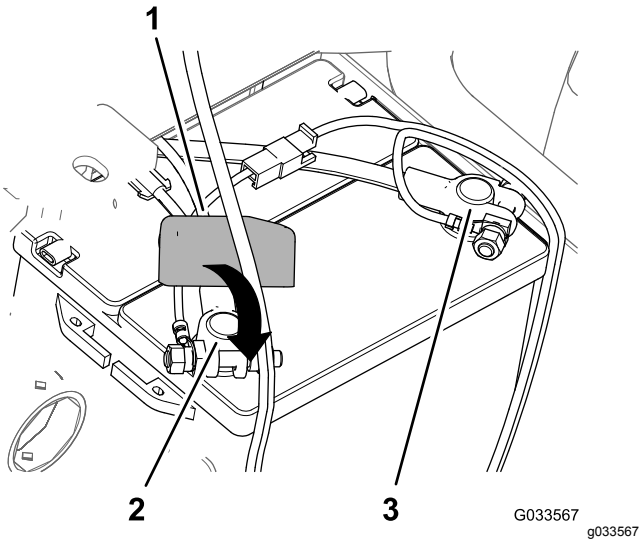

**Figur 32**
8. Monter den positive batterikabelen på den **positive** batteripolen og stram klemmemutteren for hånd (Figur 32).